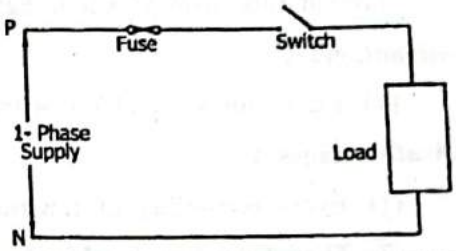

**FIG. 5.1 : CONNECTION OF FUSE IN A CIRCUIT**
- A fuse is connected in series with the circuit to be protected as shown in Fig. 5.1 and carries the load current without overheating under normal conditions.